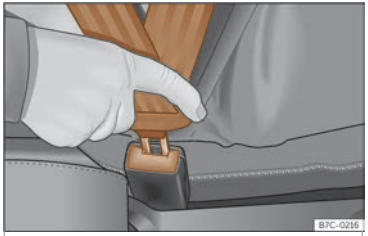

Fig. 9 Inserir la llengüeta del cinturó de seguretat en el seu tancament.
- Encasteu la llengüeta en el tancament del seient corresponent>>> fig. 9 .